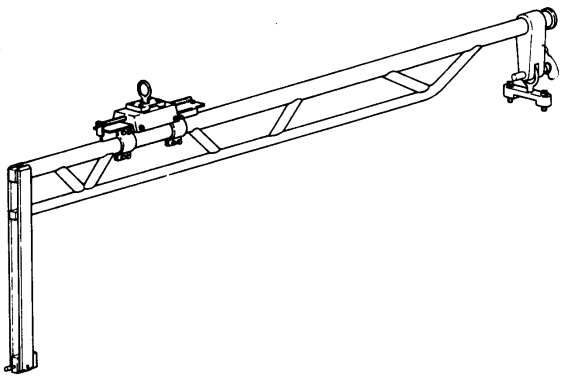
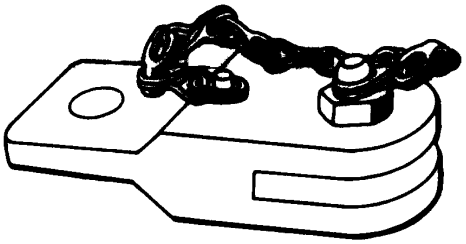

Figure 2. 6797692 Engine Assembly Lifting Adapter
Figure 3. 6796859 Attaching Adapter
d. Refer to A1–E2C2A–QEC–000 or A1–E2C2A–QEC–010 and remove QEC and attaching parts from engine. Use 6797692 engine lifting adapter (figure 2) as applicable.
b. Install 6797692 lifting adapter (figure 2) to engine assembly with 6796859 attaching adapter (figure 3).